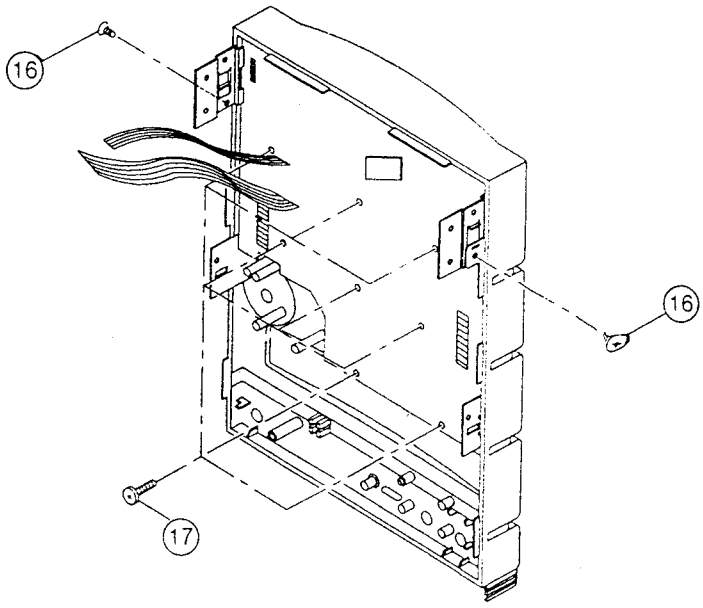

Fig. 12
(1) Remove 2 screws ⑭ from the Mic P.W.B.
(2) Remove 1 screw ⑮ and 1 washer from the Phone P.W.B.
13. **Removal of Display P.W.B. and plate. (Fig 12)**